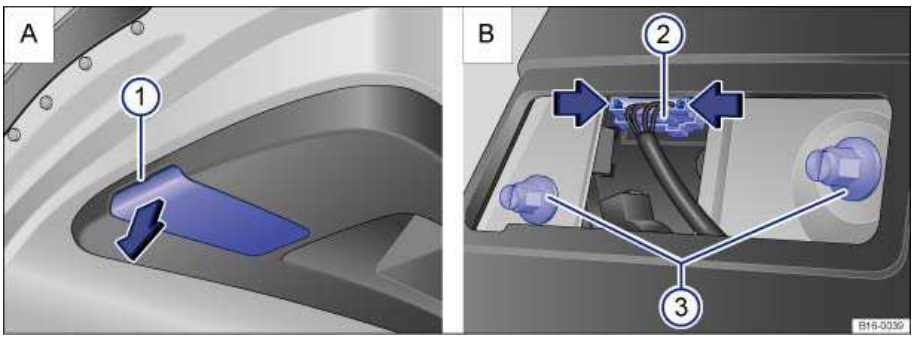
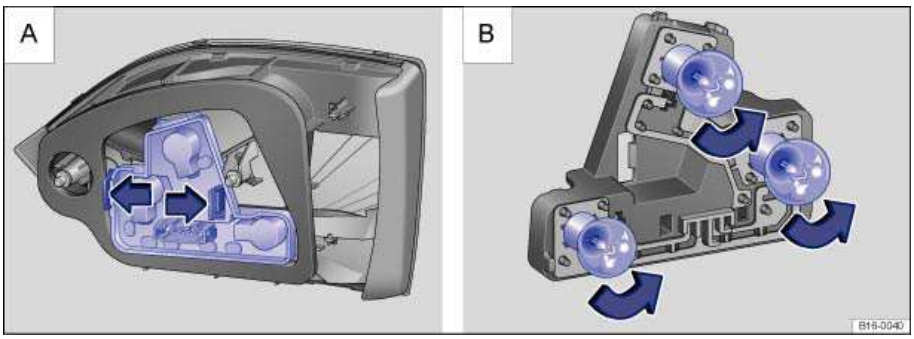

Fig. 180 In the luggage compartment lid. A: Removing the taillight cover. B: Removing the taillight assembly.
Fig. 181 Taillight assembly. A: Removing the bulb holder. B: Removing the light bulb.
3.	Using the flat blade of the screwdriver from the vehicle tool kit carefully pry the cover off the slot ⇒ fig. 180 **A**(1).
4.	Unscrew the fastening screws **B** (3) with your hand and carefully remove the taillight assembly from the luggage compartment lid.
5.	Press together the release tabs for the connector plug **B** (2) in the direction of the arrow and pull the connector plug off.
6.	Unlock the bulb holder by pressing the locking tabs in direction of the arrow ⇒ fig. 181 **A** and remove the bulb holder from the taillight assembly.
9.	Attach the connector plug ⇒ fig. 180 **B** (2) to the bulb holder.
10.	Carefully reinsert the taillight assembly into the opening in the luggage compartment lid. Hold the rear light assembly with one hand in the installation position and with the other hand, tighten the fastening screws **B** (3).